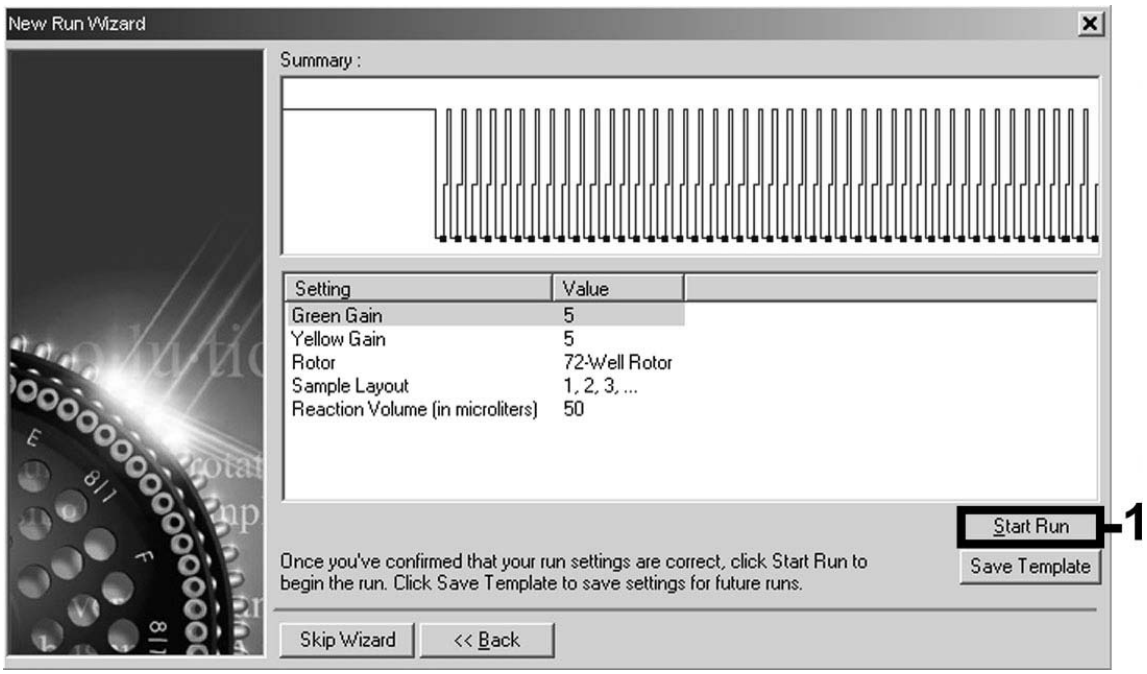

Figure 10. Starting the run. Note that, on the Rotor-Gene 3000, the software will define the fluorescence dyes as "FAM/Sybr" and "JOE".
Starting the run	**Figure 10**
10. The gain values determined by the channel calibration are saved automatically and are listed in the last menu window of the programming procedure (Figure 10). Click "Start Run".